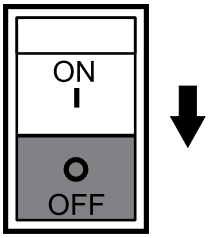

Figure 46. Main Circuit Breaker OFF (GFCI Test)
7. Also verify that the main circuit breaker (Figure 46) switch trips to the **OFF** position.